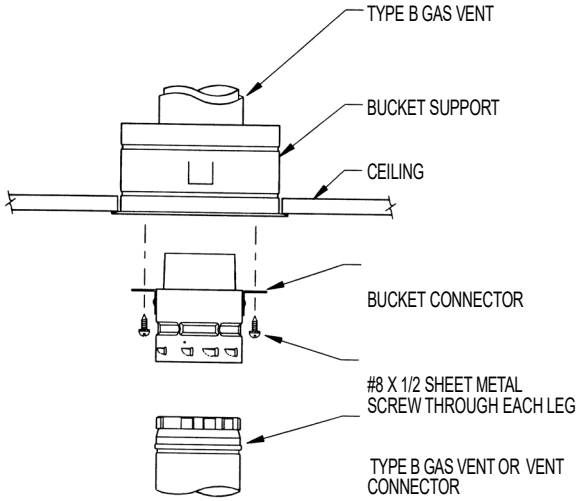

Figure 5
1. The Bucket Connector is installed by positioning it against the bottom of the Bucket, as shown in **Figure 5**, with the mounting tabs against the bottom of the bucket.